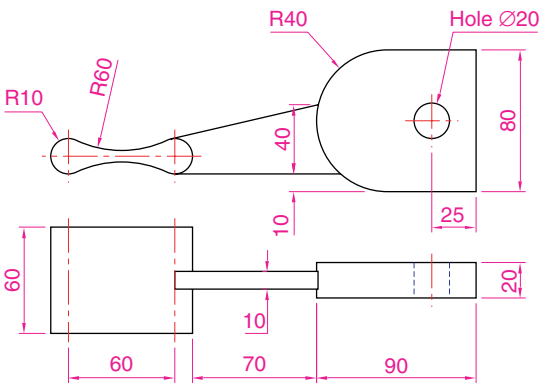

Fig. 18.25 Third example of 3D models – details of shapes and sizes
1. **3D Navigate/Front**. Construct the three plines needed for the extrusions of each part of the model (details Fig. 18.25). Extrude to the given heights. Subtract the hole from the **20** high extrusion.